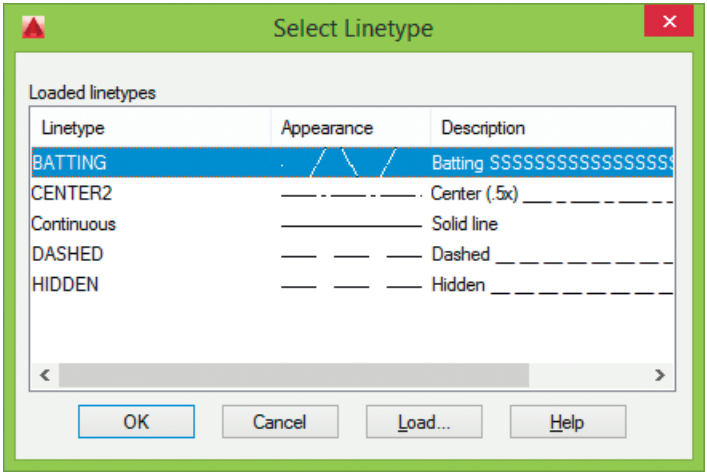
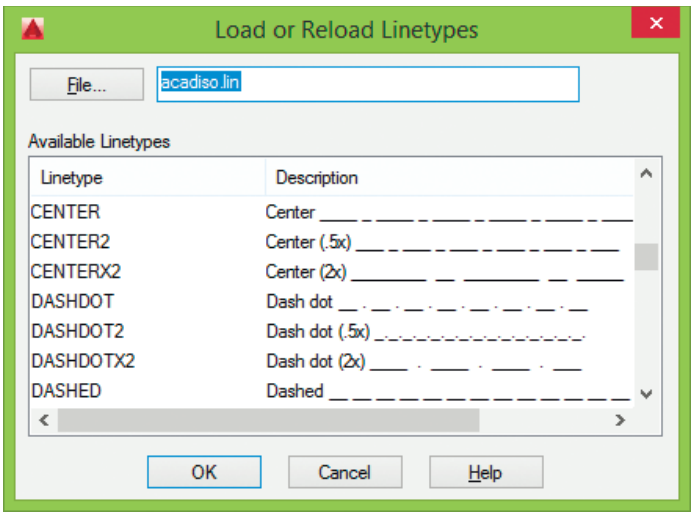

Рис. 5.9. Диалоговое окно установки типа линии
Рис. 5.10. Диалоговое окно подгрузки различных типов линий
Назначение типа линии слою осуществляется в Диспетчере свойств слоев **Layer Properties Manager**. Для этого необходимо щелкнуть на пиктограмме **Linetype** соответствующего слоя. В открывшемся диалоговом окне **Select Linetype**, показанном на рис. 5.9, выбирается подходящий тип линии. Если в предлагаемом списке нет нужного варианта, следует подгрузить его, щелкнув на кнопке **Load...** и указав в открывшемся диалоговом окне **Load or Reload Linetypes** подходящий образец линии (рис. 5.10). Затем, вернувшись в диалоговое окно **Select Linetype**, установить указатель мыши на требуемый тип линии.
- Кнопка **Load...** загружает диалоговое окно подгрузки различных типов линий **Load or Reload Linetypes** (см. рис. 5.10).